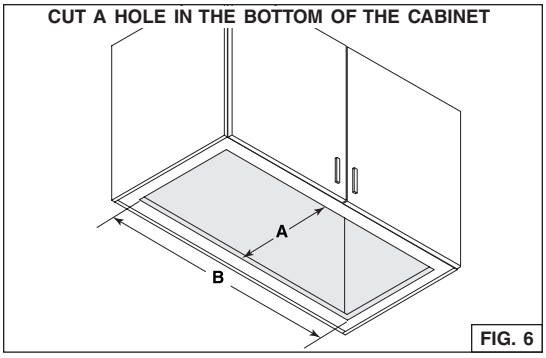

FIG. 6
1. Cut a hole in the bottom of the cabinet, using the dimensions shown (FIG. 6).